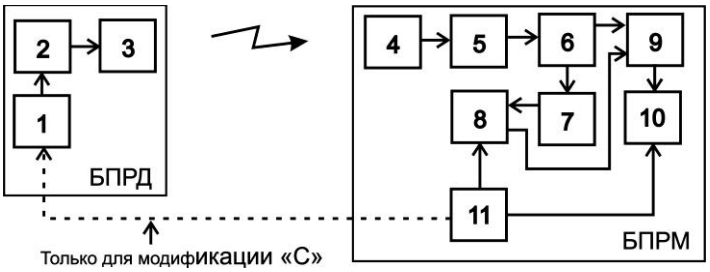

Рис. 6.5
6.2.1 Управляемый генератор 1 (см. рис. 6.5) вырабатывает импульсную последовательность определенной скважности. Под действием импульсов с генератора 1, модулятор 2 формирует последовательность СВЧ-радиоимпульсов, которые пают на передающую антенну 3. Передающая антенна 3 излучает СВЧ-радиоимпульсы в направлении приемной антенны 4. Образовавшееся между передающей 3 и приемной 4 антеннами электромагнитное поле является источником полезных сигналов для обнаружения объектов, пересекающих данное электромагнитное поле. С выхода приемной антенны СВЧ-радиоимпульсы поступают на вход детектора 5 и далее на усилитель 6, с первого выхода которого сигнал поступает на вход компаратора 7, информирующего узел управления 8 о наличии на выходе усилителя 6 импульсов. Под управлением элемента 11, ключ 9 пропускает импульсы в узел принятия решений 10, который управляет выходным оптореле. В модификации «С» генератор 1 синхронизируется по выделенным проводам под управлением элемента 11.